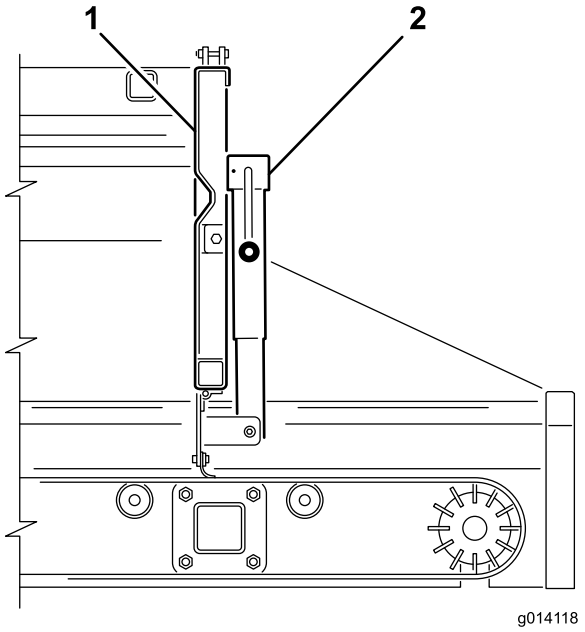
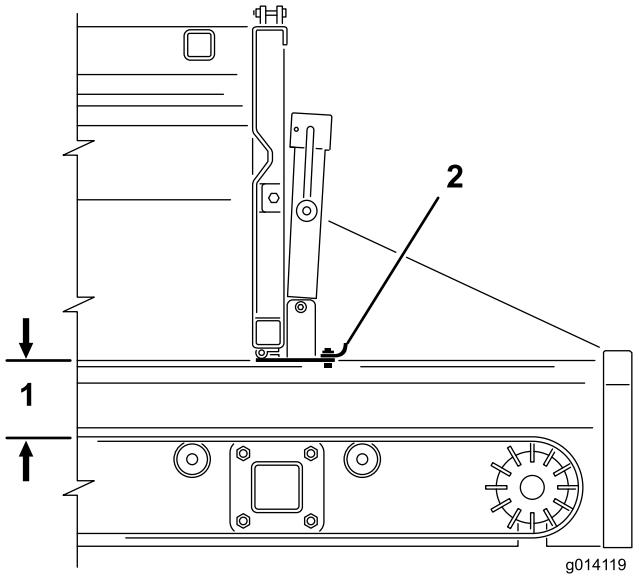

**Figur 27**
**Figur 28**
2. Brug donkraftens håndtag til at åbne eller lukke den indstillelige del af bagsmækken (Figur 27 og Figur 28). Dette begrænser materialets udflydning ved brug af udstyr.